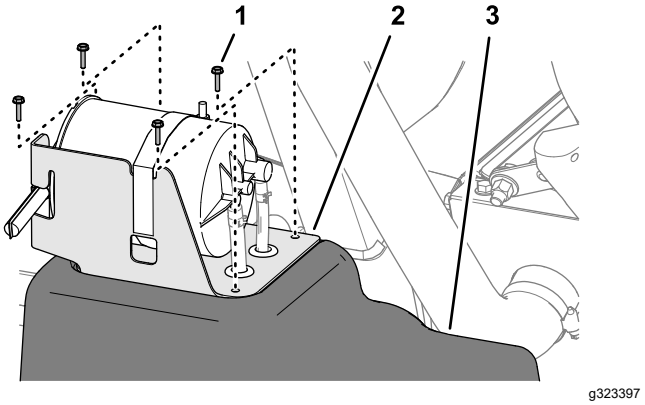

**Figur 92**
5. Rikta in hålen i kolkanisterns fäste efter hålen i bränslekanalen (Figur 92).
6. Montera fästet på tanken (Figur 92) med de fyra skruvarna (nr 10 x ¾ tum).